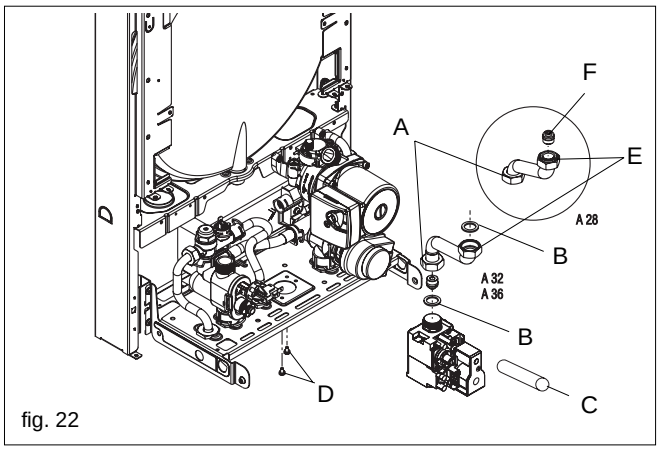

fig. 22
6.12 GAS VALVE (fig. 22)
6.12.1 INJECTOR (fig. 22)